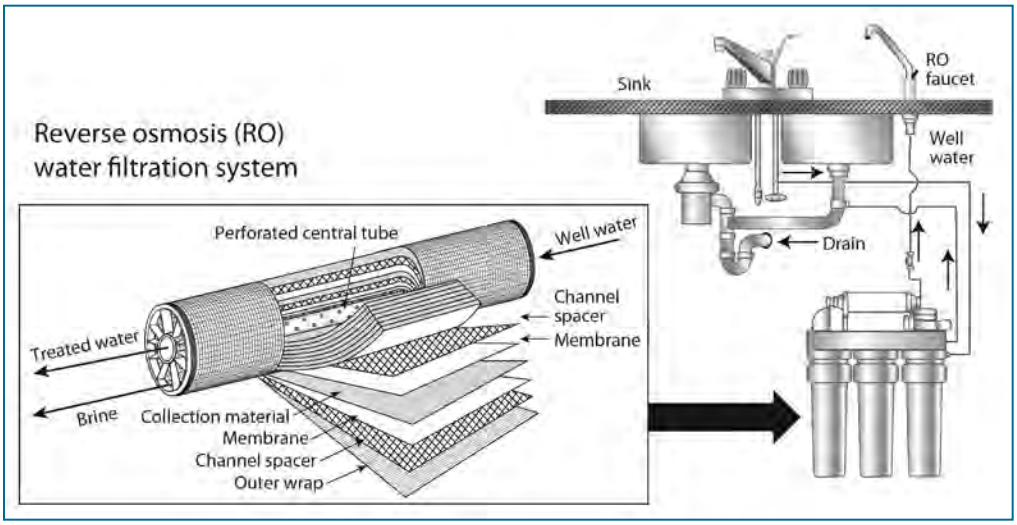

Figure 55. A home reverse-osmosis system.
Reverse osmosis (RO) is becoming a common home treatment method for reducing arsenic and total dissolved solids in drinking water (Fig. 55). Best known for its use in water desalinization projects, this method can also reduce chemical contaminants associated with unwanted color and taste. It may reduce up to 80 percent of pollutants such as arsenic and uranium, and many types of organic chemicals.